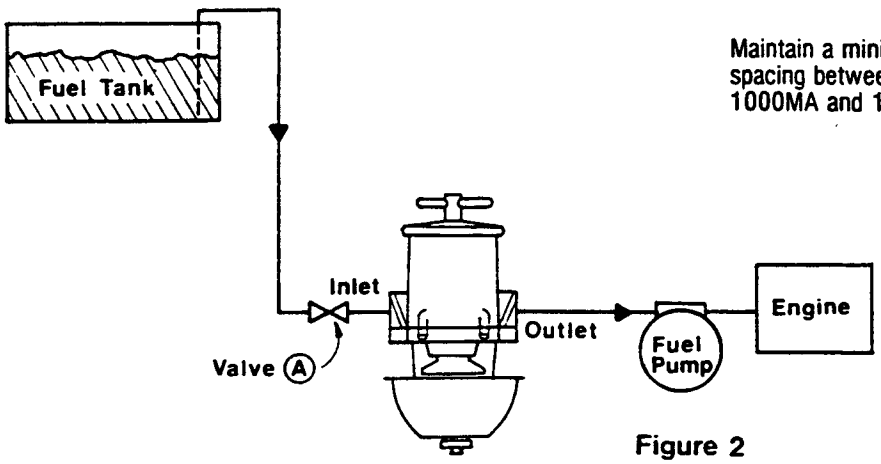

Figure 2
2. Position unit between fuel tank and fuel pump inlet for minimum restriction to the pump. (See Figure 2.)
4. On a 500MA, 900MA, 1000MA, 73/1000 MA or 77/1000MA unit, a valve must be installed on the *inlet* side of the filter system. This valve is necessary when changing elements. (See Figure 2 and Accessories Section.)
Turn valve "A" off. (See Figure 2.)
11619	Manual Valve-1" NPT (See Fig. 2)